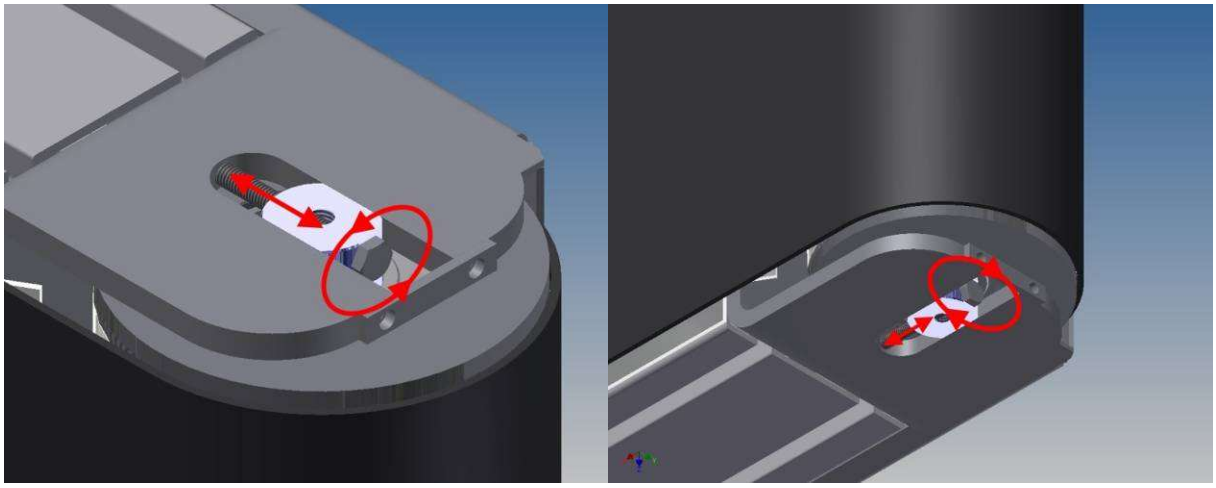

Figura 91: regolazione del rullo di rinvio.
Per tendere il tappeto, agire sulle viti di regolazione inserite sull'albero del rullo stesso, come mostrato in Figura 91.
3. allentare le viti di regolazione del rullo di rinvio (vedere Figura 91) in modo da regolare il rullo sulla posizione più interna, riducendo il più possibile la tensione del tappeto;